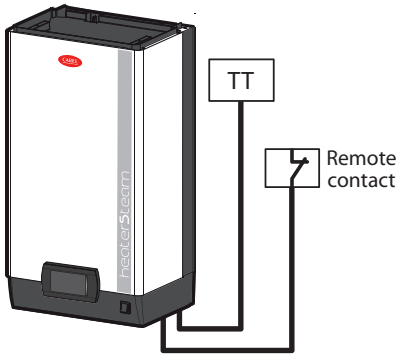

Рис. 4.w
Контроллер имеет отдельную встроенную микросхему регулирования температуры и к нему можно подсоединять датчик температуры (TT), см. Рис. 4.r. Производительность увлажнителя полностью регулируется по показаниям датчика, измеряющего температуру внутри контролируемого объема.